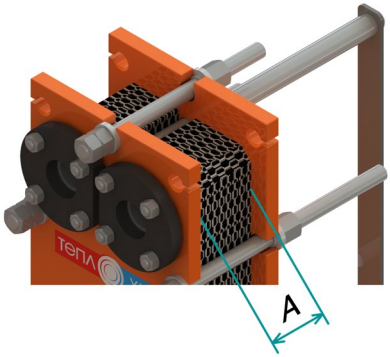

Рисунок 9. Размер А для стягивания пакета
2.2.2.2. Перед запуском проверить размер стяжки пакета пластин с уплотнениямиА(расстояние между станиной и нажимной плитой), который должен находиться между A_{max}и A_{min}. При необходимости пакет подтянуть (Рисунок 9).